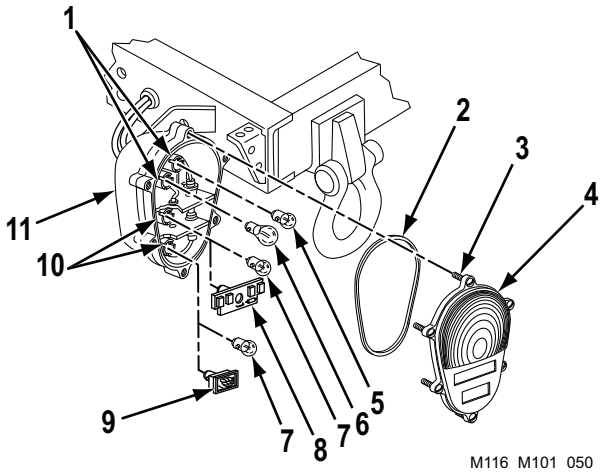

Figure 2. Lamp/LED Replacement.
4. Remove two lamps (Figure 2, Item 8) from sockets (Figure 2, Item 9) by pushing in and turning counterclockwise.
5. Insert screwdriver into slot inside center hole in LED (Figure 2, Item 8). Push in firmly, turn counterclockwise, and remove LED (Figure 2, Item 8) from socket (Figure 2, Item 10).
6. Insert screwdriver into slot on left side of LED (Figure 2, Item 9) and open LED cover, allowing access to inside slot in center hole. Push in firmly in center hole slot, turn counterclockwise slightly, and remove LED (Figure 2, Item 9) from socket (Figure 2, Item 10).
1. Install two LEDs (Figure 2, Items 8 and 9) in sockets (Figure 2, Item 10) by snapping into place by hand.
2. Install two lamps (Figure 2, Item 7) in sockets (Figure 2, Item 10) by pushing in and turning clockwise.
3. Install two lamps (Figure 2, Items 5 and 6) in sockets (Figure 2, Item 1) by pushing in and turning clockwise.
4. If removed, install new preformed packing (Figure 2, Item 2) in lens (Figure 2, Item 4).
5. Install lens (Figure 2, Item 4) on body (Figure 2, Item 11) and tighten six captive screws (Figure 2, Item 3).